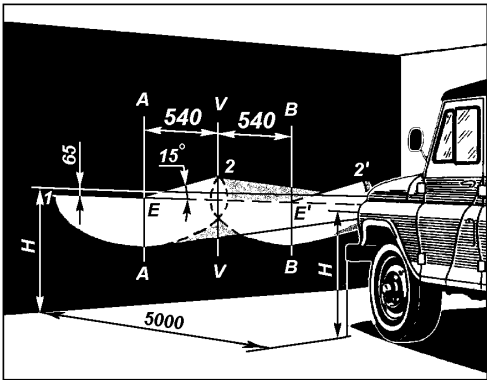

Рис. 9.63. Разметка экрана для регулировки фар:
1. Установите полностью заправленный и снаряженный автомобиль с нормальным давлением воздуха в шинах и нагруженным сиденьем водителя 750 Н (75 кгс) на ровной горизонтальной площадке на расстоянии 5 м от экрана со специальной разметкой (рис. 9.63).